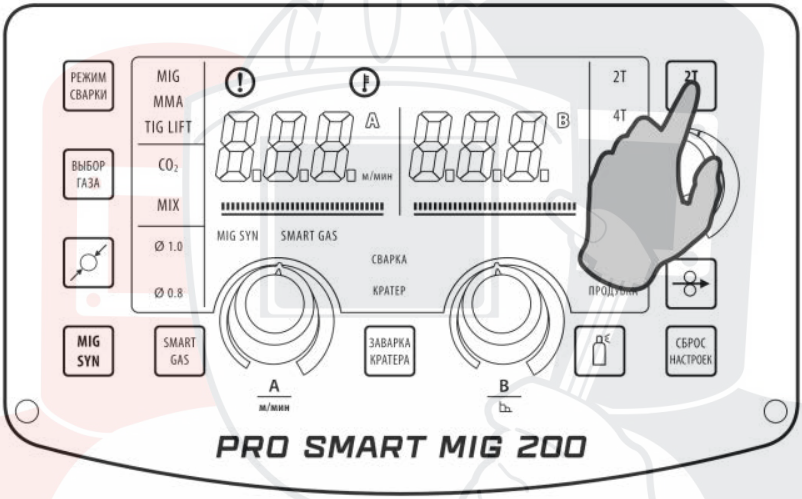

Рис. 8.6.3. Выбор режима работы горелки.
**3.** Выберите режим работы горелки (См. рис. 8.6.3) в зависимости от длины сварочного шва (См. табл. 7.0.1, поз. 14).